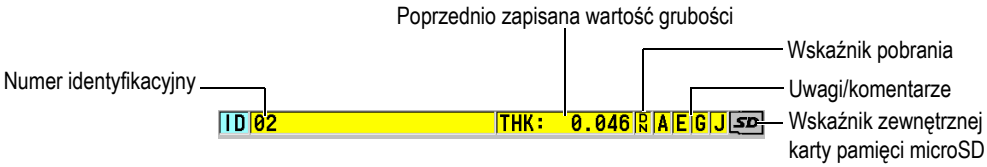

Rysunek 3-2 Pasek identyfikatora
Pasek identyfikatora znajdujący się na górze ekranu pomiaru zawiera identyfikator rzeczywistej lokalizacji pomiaru grubości, poprzednio zapisaną wartość i wskaźniki uwag/komentarzy (patrz Rysunek 3-2 na stronie 60). Wskaźnik pobrania (PR) pojawia się, gdy poprzednio zapisany pomiar grubości pochodzi z pliku, a nie z nowego odczytu.